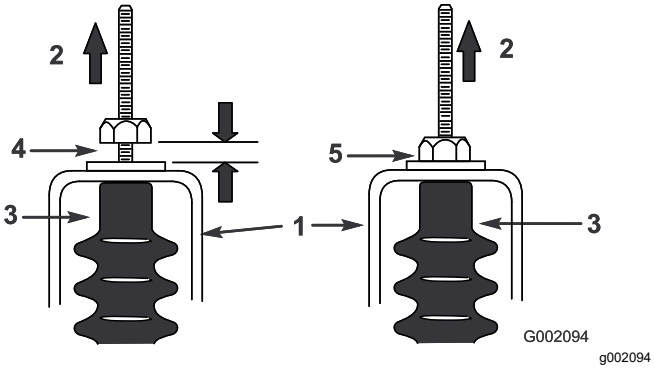

Figur 62
5. Dra alla växelkablar uppåt för att säkerställa ett avstånd på 0,76–1,52 mm mellan muttern/brickan och neutrallägesfästet (Figur 62).